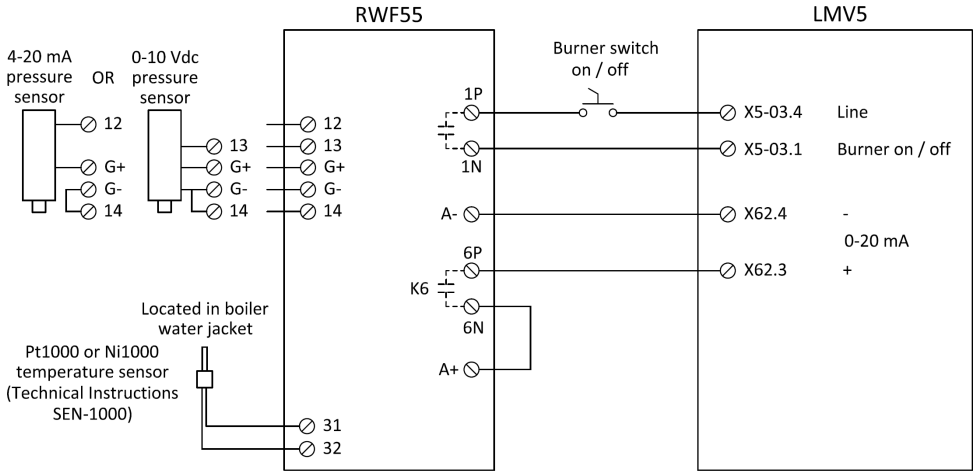

**Figure 4: Low Fire Hold via Analog Output on a Steam Boiler**
3. Wire the LMV5 and RWF55 as shown in Figure 4: